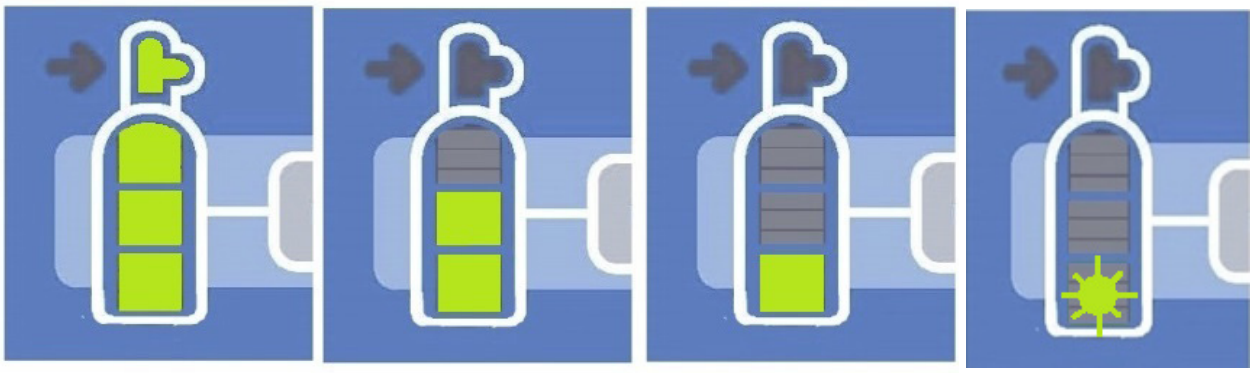

*Figur 12: $N_2O$-målerindikationer*
- Betydning af gasmålerindikatorer, der vises i Figur 12